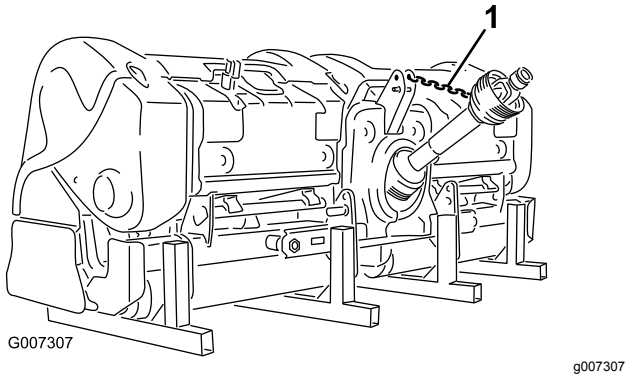

Figuur 45
12. Sluit het veiligheidskoord van de aftakas aan op het aftakasscherm om te voorkomen dat de aftakas contact maakt met de grond (Figuur 45).